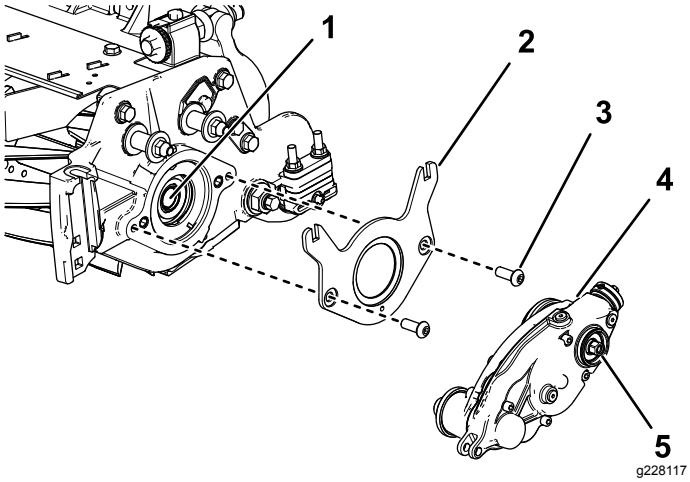

Figura 8
2. Fije el soporte de los pesos al molinete con 2 pernos allen de cabeza redonda (⅜" x ¾"), como se muestra en Figura 8.
3. Aplique fijador de roscas de resistencia media (por ejemplo, Loctite® 243 azul) a las roscas del eje interno del molinete (Figura 8).
4. Conecte la caja de transmisión del groomer al eje del molinete (Figura 8) usando la cabeza hexagonal de la caja de transmisión del groomer.